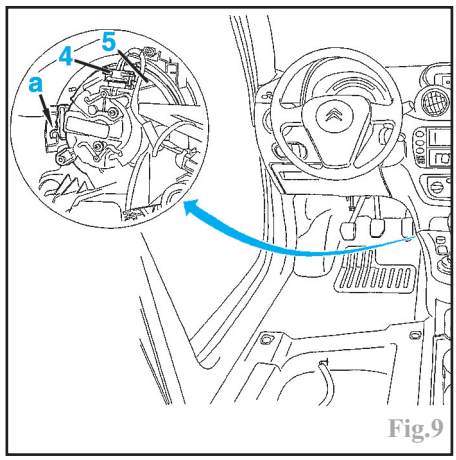

Fig.9
Débrancher le connecteur (4) du motoventilateur (5) (Fig.9).